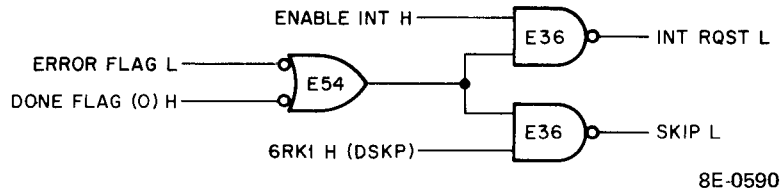

Figure 11-19 Interrupt and Skip Logic
11.15.2.5 Interrupt Logic – INT RQST L (Figure 11-19) is asserted to interrupt the program if ENABLE INT H is asserted (bit 3 in the Command Register must be 1) and the ERROR or DONE flags are set.
11.15.2.6 Skip Logic – The SKIP line is grounded if the ERROR flag or the DONE flag is set and the DSKP instruction is executed by the program (Figure 11-19).
If the ERROR flag is set and the DSKP instruction is executed by the program, the SKIP line is grounded. This causes the program to skip an instruction (Figure 11-19). If the INTERRUPT ENABLE bit in the Command Register (bits) is a 1 and the ERROR flag is set, the program will be interrupted by an INT RQST (Figure 11-19).